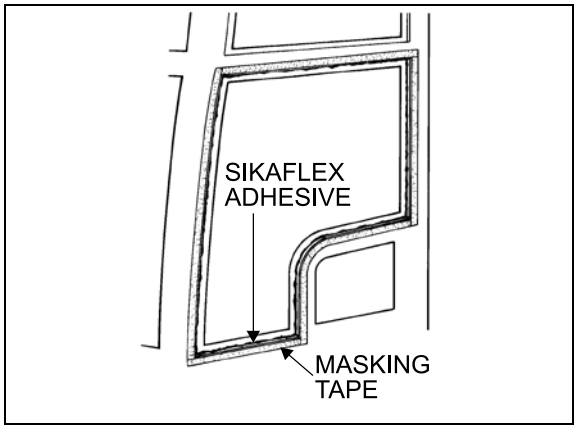

**FIGURE 46: ADHESIVE-MOUNTED WINDOW** 18081
6. Confirm that both latches are in the closed (latched) position. The upper edge of the latch opening must be aligned with upper edge of the sash opening (Figure 46)